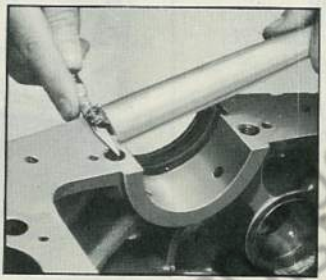

Fig. 34 Cut-Off Oil Seal Ends Flush with Crankcase
3. Cut off protruding ends of packing flush with surface of crankcase as shown in Fig. 34.